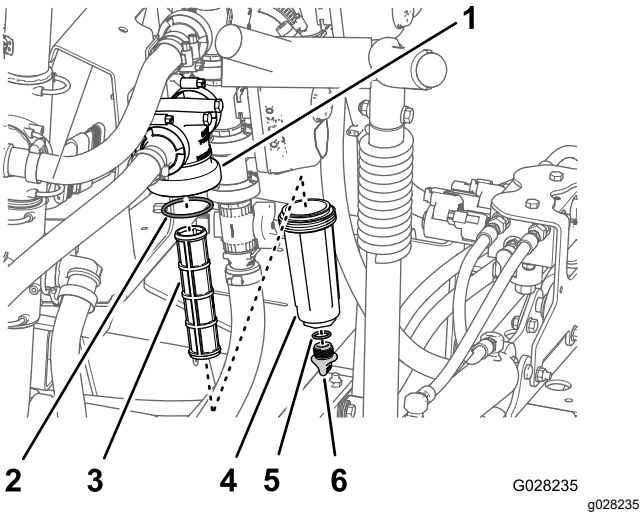

Bild 56
2. Stellen Sie eine Auffangwanne unter den Druckfilter (Bild 56).
3. Drehen Sie die Ablasskappe nach links und nehmen sie von der Glocke des Druckfilters ab (Bild 56).
4. Drehen Sie die Glocke nach links und nehmen den Filterkopf ab (Bild 56).
5. Entfernen Sie den Druckfiltereinsatz (Bild 56).
7. Prüfen Sie die Dichtung für die Ablassschraube (in der Glocke) und die Dichtung für die Glocke (im Filterkopf) auf Beschädigungen und Abnutzung (Bild 56).
8. Setzen Sie den Druckfiltereinsatz in den Filterkopf ein (Bild 56).
9. Befestigen Sie die Glocke am Filterkopf und ziehen sie mit der Hand an (Bild 56).
10. Befestigen Sie die Ablassschraube am Anschlussstück unten an der Glocke und ziehen sie mit der Hand an (Bild 56).